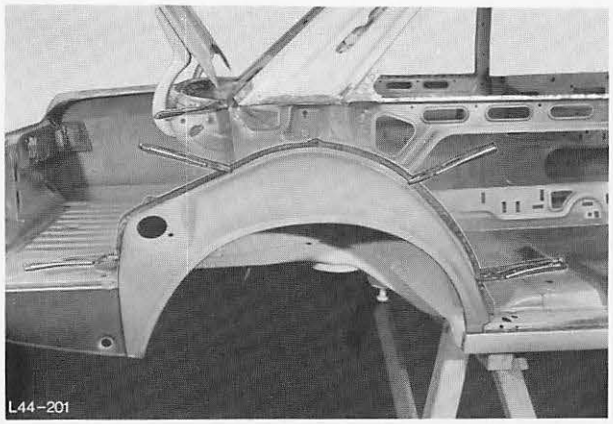

Abb. 216 Neuteil anpassen und mit Spannzangen befestigen
5. Radhaushälfte anpassen und mit Spannzangen befestigen, Abb. 216.